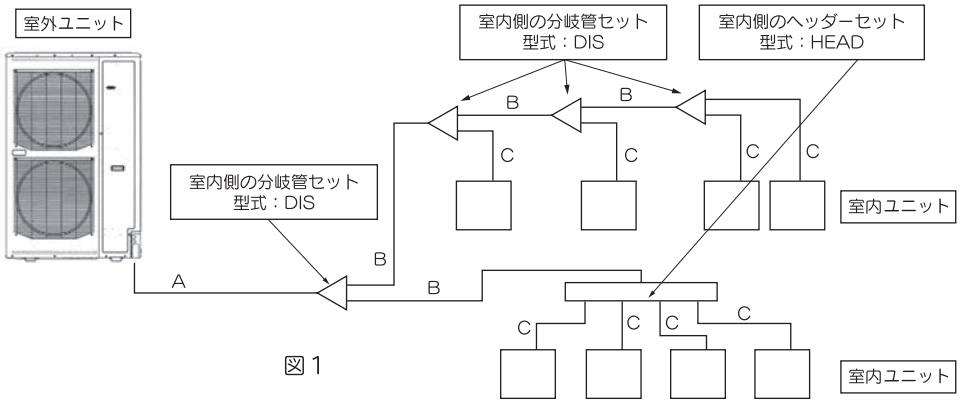

図1
a) 主管(室外ユニット～室内側の第一分岐間)：図1のA部
b) 室内側の第一分岐～室内ユニットの分岐間：図1のB部
C）室内ユニット分岐～室内ユニット間：図1のC部